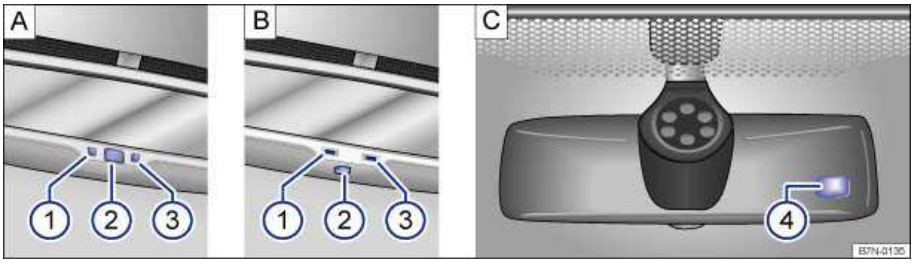

Fig. 83 Self-dimming rearview mirror (if equipped).
Key to fig. 83:
- One sensor on the side facing the interior to measure light from *the rear* of the vehicle ⇒ fig. 83 **A** (3) or ⇒ fig. 83 **B** (3).
- One sensor on the side facing the windshield to measure light from *the front* of the vehicle ⇒ fig. 83 **C** (4).